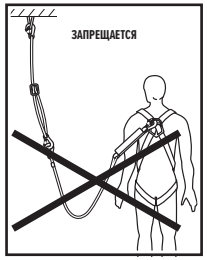

Рис. 7
- присоединять другие дополнительные элементы между стропом с амортизатором и анкерной точкой крепления (рис. 7).